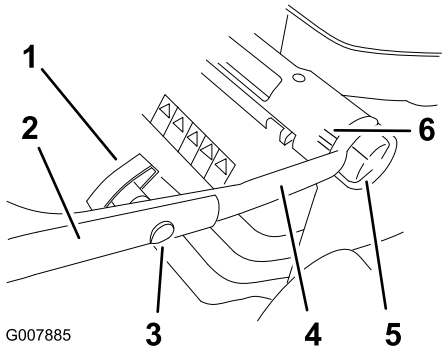

Figuur 3
1. Draai de instelknoppen voor de handgreephoogte los en draai het onderste deel van de handgreep naar de achterkant van de maaimachine toe, totdat deze in één van de hoogtestanden van de handgreep valt, zoals getoond in Figuur 3. Om de hoogte van de handgreep in te stellen, zie Handgreephoogte instellen.
3. Bevestig het bovenste deel op het onderste deel van de handgreep met de bouten met ovale kop en de handgreepknoppen, zoals getoond in Figuur 3. **Draai de knoppen goed vast.**
U kunt de handgreep op 3 hoogten instellen: hoog, middel en laag (Figuur 3). Kies de hoogte die voor u het meest comfortabel is.